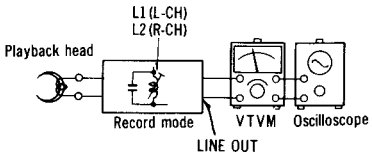

Fig. 14
1. Test equipment connection is shown in fig. 14.